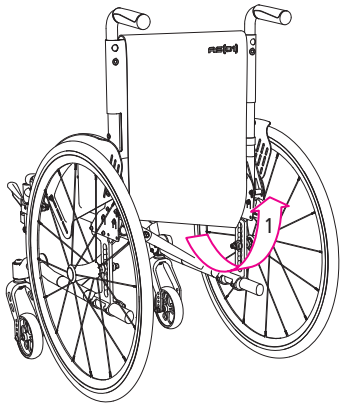

afb. 4
1. Maak eerst het klittenband los aan het de onderzijde van de rugmat (onder de zitting) (1, afb. 4).